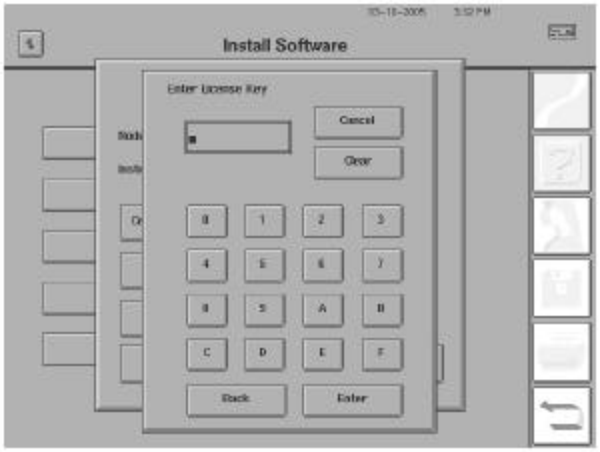

Figure 5. HFA2i License Key Input Screen.
2. When you are returned to the License Registration screen, select **License Key**. A pop-up keypad will open (Figure 5). Enter the License Key that you received from the Carl Zeiss Meditec website. Select **Enter** to record the data and return to the License Registration screen.